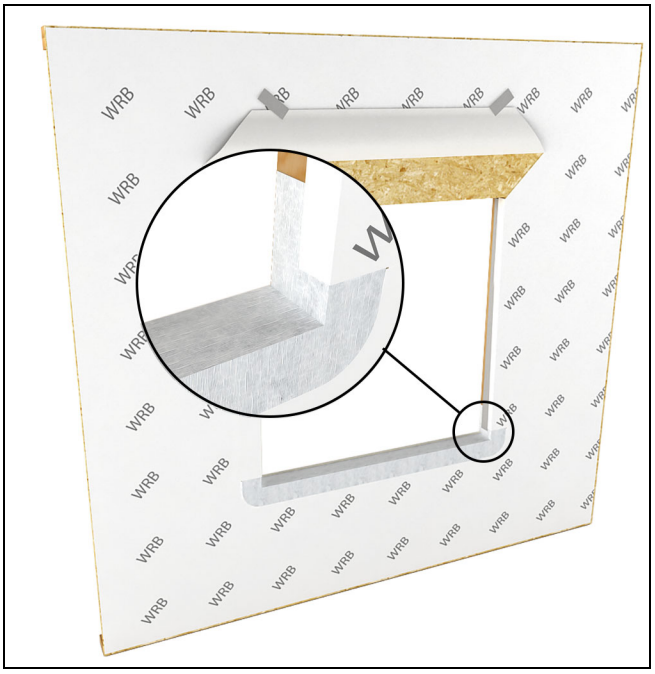

Figure 8
6. Wrap side flaps to the interior and staple in place about 1 1/2" (38) from the interior edge of the opening. Cut the excess off near the staple so that a 1" -1 1/2" (25-38) strip of bare wood is exposed. Tape this edge with seam seal tape. See Figure 8.